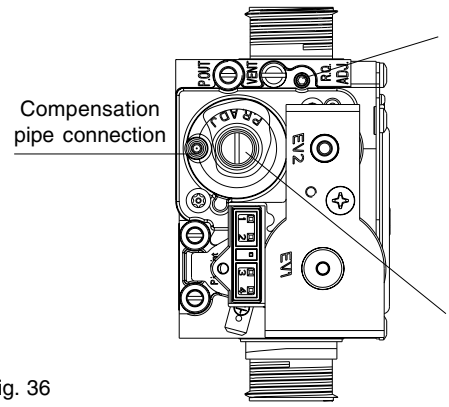

Fig. 36
- Using a 2,5mm Allen key, very slowly turn the minimum adjustment screw (see fig. 36) – clockwise to increase, counter clockwise to decrease - until the correct value is displayed on the CO_2 analyser (allow time for the analyser to stabilise).